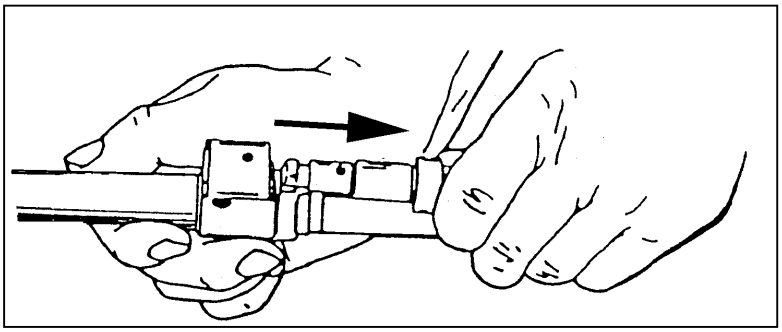

Figure 1-14. Removal of the gas regulator.
(5) To remove the gas regulator (Figure 1-14), separate it from the gas block.